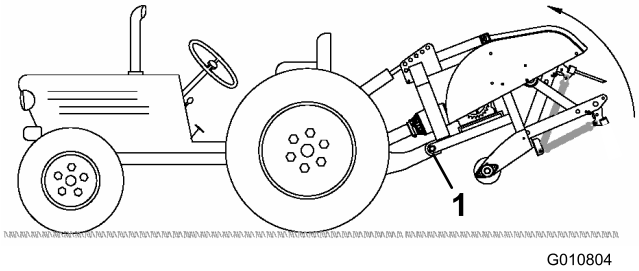

**Rysunek 23**
**Informacja:** Aby ograniczyć nadmierne uniesienie, połącz ramiona podnoszące traktora z górnymi otworami wsporników podnoszenia, jeśli są dostępne (Rysunek 23). Maksymalny kąt wychylenia wałka sprzęgającego to 35º.